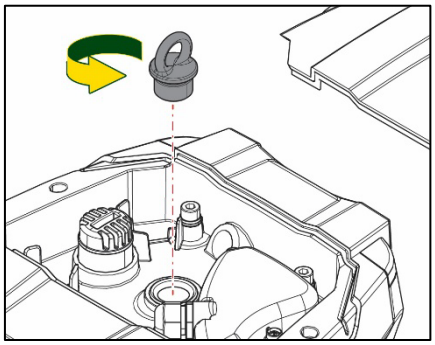

Figure 22
2. Entfernen Sie die Hebeösenschraube im oberen Bereich, indem Sie diese abschrauben (Abb.22). Während des Betriebs ist darauf zu achten, dass keine Verunreinigungen (flüssig oder fest) in den Motor gelangen.